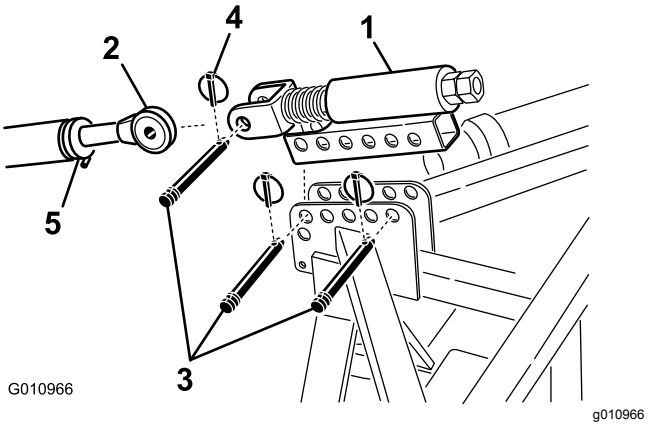

Figuur 9
1. Monteer de veerbelaste bovenste schakel aan de beugel van de beluchter met twee draaipennen en lynchpennen (Figuur 9)
2. Draai de borgmoer op de bovenste schakel van de tractie-eenheid los. Stel de lengte van de bovenste schakel af totdat deze is uitgelijnd met de gaffel op de veerbelaste bovenste schakel van de beluchter (Figuur 9).
schakel en vergrendel met een draaipen en lynchpen (Figuur 9).
6. Draai de bovenste schakel totdat de veer met ongeveer 13 mm is samengedrukt (Figuur 9).